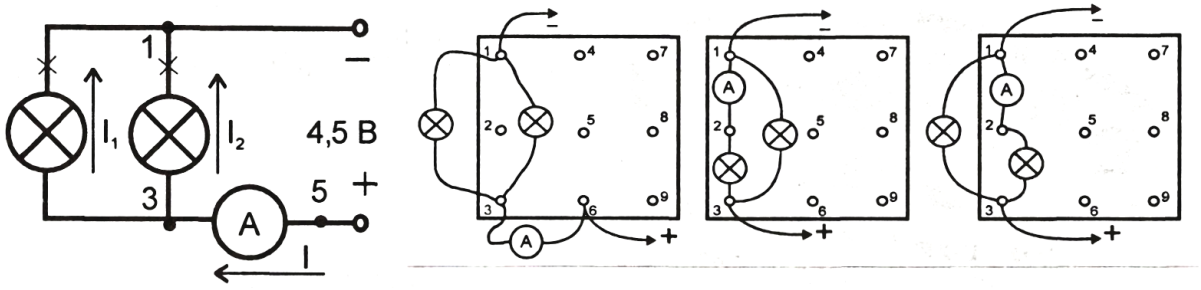

Рис. 7-2-3
1. Включите амперметр в разрыве неразветвленной части цепи и измерьте силу тока *I* (рис. 7-2-3, б).
2. Измерьте силы тока I_1 и I_2 в лампах *HL1* и *HL2* (рис. 7-2-3, в, г), включая амперметр поочередно в разрывах цепи, указанных крестиками (рис. 7-2-3, а).